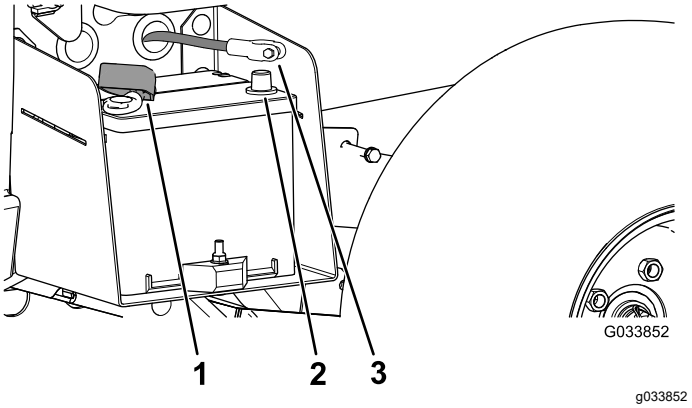

Figur 5
3. Koble den positive kabelen (rød) til den positive (+) polen på batteriet og fest kabelen med skruene og mutrene (Figur 5).